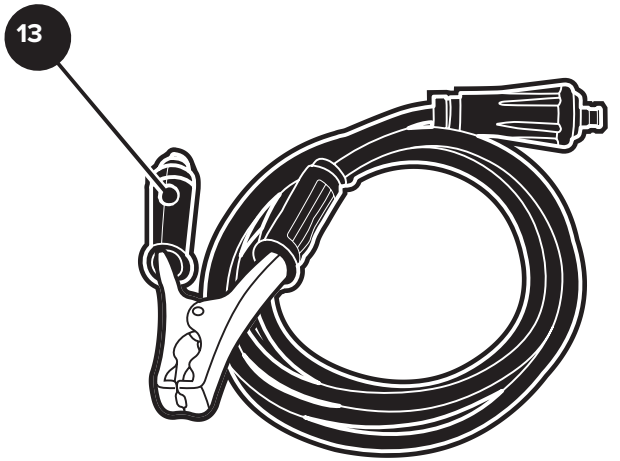
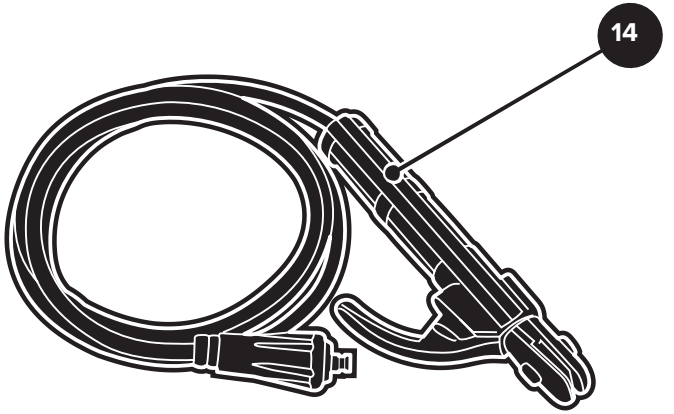

Рисунок 2 — Сварочный кабель с зажимом
Рисунок 3 — Сварочный кабель с с электрододержателем
• Если свариваемые металлические детали (или сварочный стол) с помощью сварочного кабеля с зажимом 13 (см. рис. 2) подсоединяются к положительному полюсу — к силовой клемме 1, а сварочный кабель с электрододержателем 14 (см. рис. 3) к отрицательному полюсу — к клемме 12, то такое присоединение полюсов носит название «прямая полярность». Прямая полярность используется при сварке деталей требующих больше тепла на нагрев кромок.